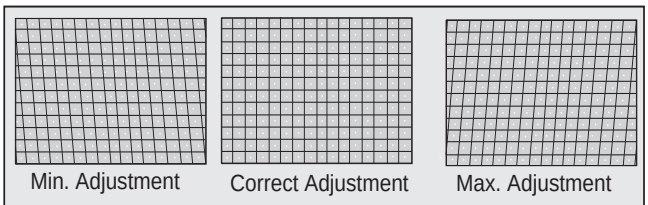

Figure 36. **Parallelogram Adjustment**
1. Enter Serviceman Mode, select “PARA” and adjust so that the lines at right and left are vertical like solid line. (See Fig. 36)